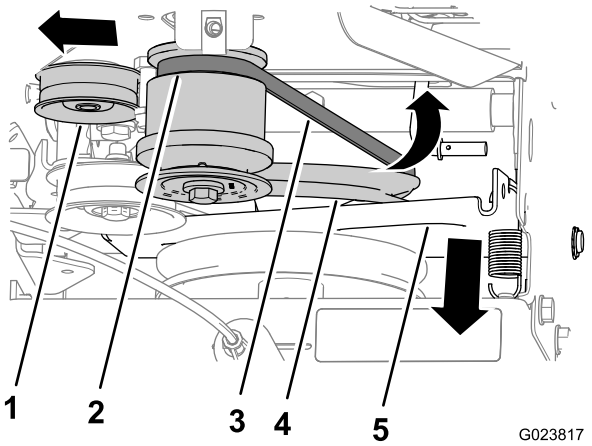

Figure 42
4. Faites pivoter le support de la commande de déplacement et la poulie de déplacement en avant (Figure 42).
5. Tirez la poulie de tension vers l'extérieur (Figure 42).
7. Déchaussez la courroie de la gorge arrière de la poulie du moteur et déposez la courroie de la machine (Figure 42).
2. Chaussez la courroie dans la gorge au fond de la poulie de déplacement (Figure 42).
3. Tirez la poulie de tension vers l'extérieur (Figure 42).
4. Chaussez la courroie dans la gorge arrière de la poulie du moteur (Figure 42).